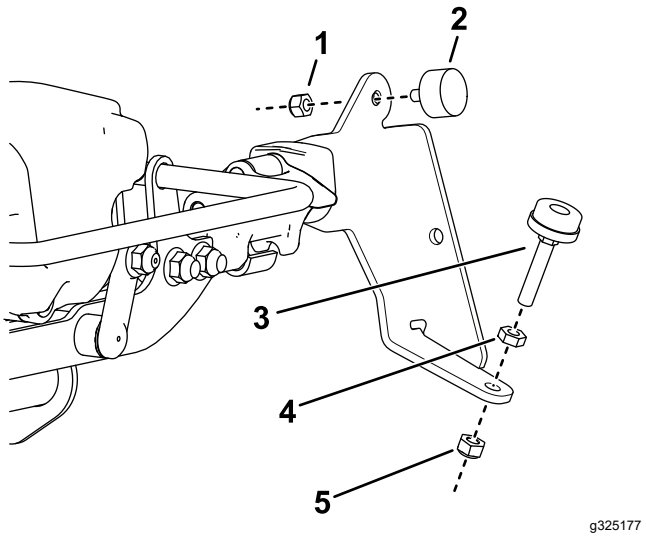

Figure 5
3. Install a rubber bumper to both brush brackets with a locknut (1/4 inch) as shown in Figure 5.
4. Install a level adjustment screw to both brush brackets as shown in Figure 5.